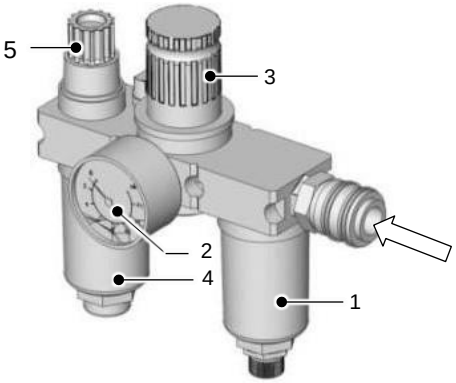

Fig. 5.3 – Unidade de manutenção
A conexão deve ser feita através de uma unidade de manutenção R 3/8”, *consulte a Fig. 5.3*.
Monte a unidade de manutenção na seguinte ordem: – Separador de água (1), – manômetro (2) com regulador (3), – lubrificador (4) com parafuso de dosagem (5), *consulte a Fig. 5.3 Unidade de manutenção*.